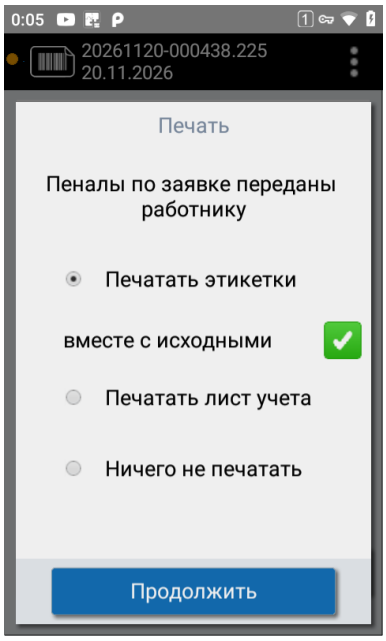

Рисунок 40. Печать после выдачи
7. Выберите вариант печати: «Печатать этикетки», «Печатать лист учета» или «Ничего не печатать» (см. Рисунок 40). Флажок «вместе с исходными» печатает этикетки и на исходные пеналы, из которых выделены выданные. Нажмите «Продолжить».